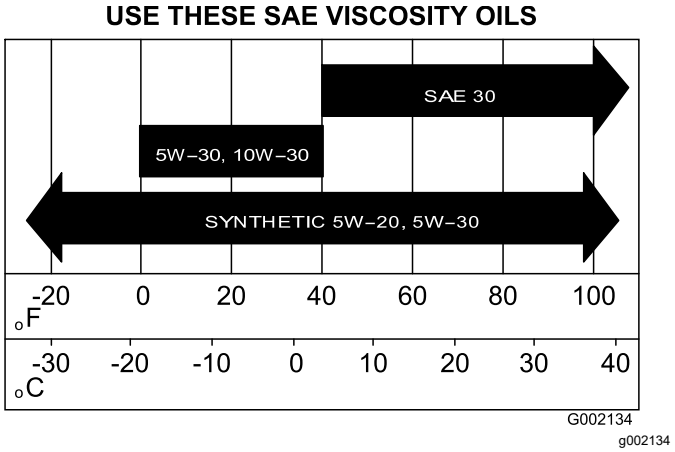

Figuur 32
5. Vul het carter bij met de voorgeschreven olie (Figuur 32).